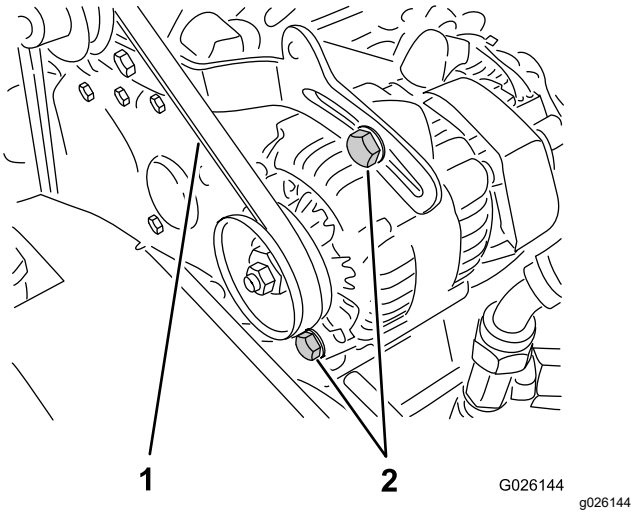

Figur 67
2. Kontrollera spänningen genom att trycka ner remmen mitt emellan vevaxel- och generatorskivorna med en kraft på 10 kg (Figur 67).
A. Lossa de två fästbultarna till generatorn (Figur 67).
B. Vrid generatorn med hjälp av en bändstång tills korrekt remspänning erhålls och dra därefter åt fästbultarna (Figur 67).